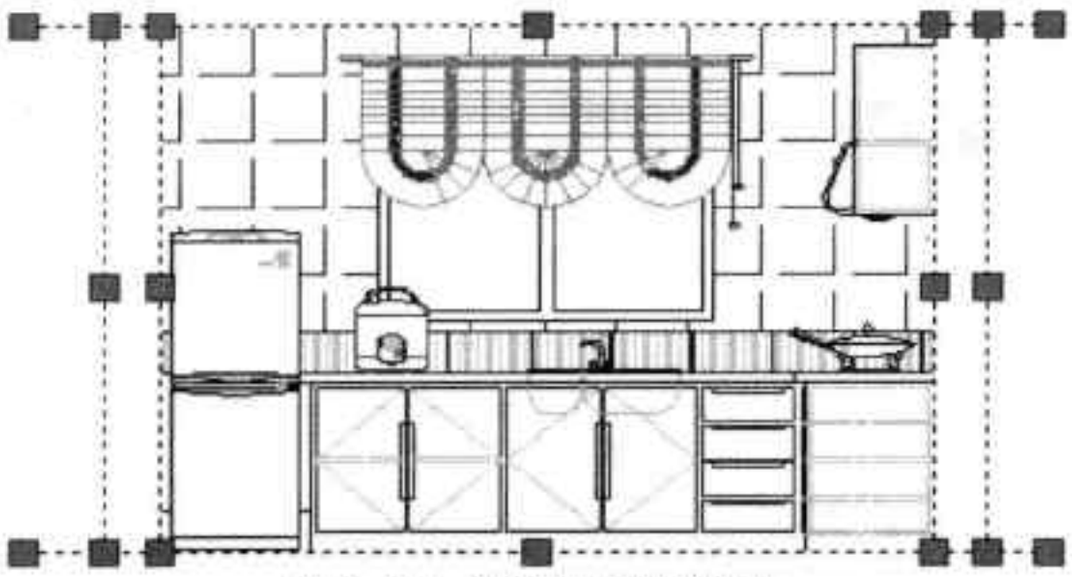

图4-44 选择要更改的线段
Step 01 单击状态栏中的“显示 / 隐藏线宽”按钮，将其设为显示状态，然后选择所需设置的线段，如图 4-44 所示。